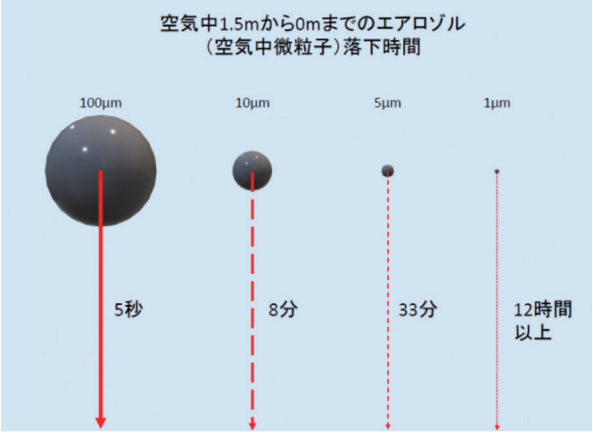

図 9
8. 塵埃の大きさと落下菌検査，浮遊菌検査，付着菌検査の使い分けについて（図 9）